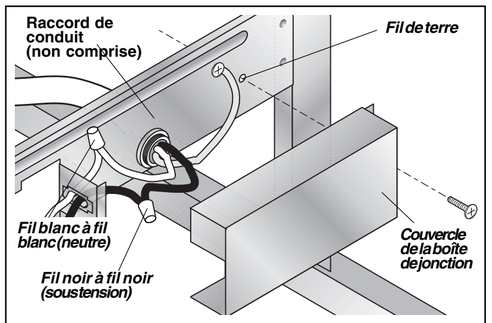

Figure 13
3. À l'intérieur de la boîte de jonction, raccordez le fil de terre sous la tête de la vis de terre et serrez. **Voir figure 13.**
5. Remettez en place le couvercle de la boîte de jonction. **Voir figure 13.**